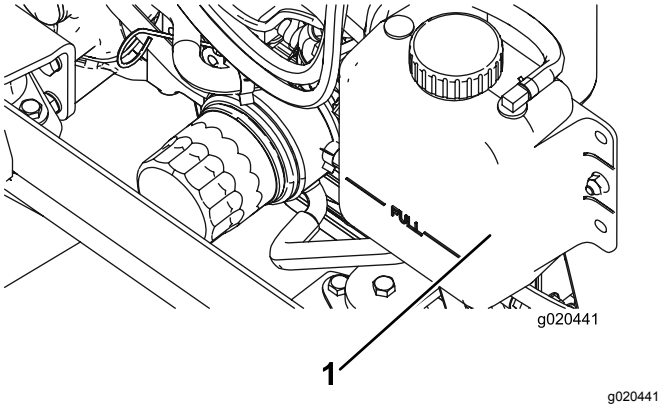

Figuur 95
1. Verwijder voorzichtig de doppen van de radiateur en de expansietank (Figuur 95).